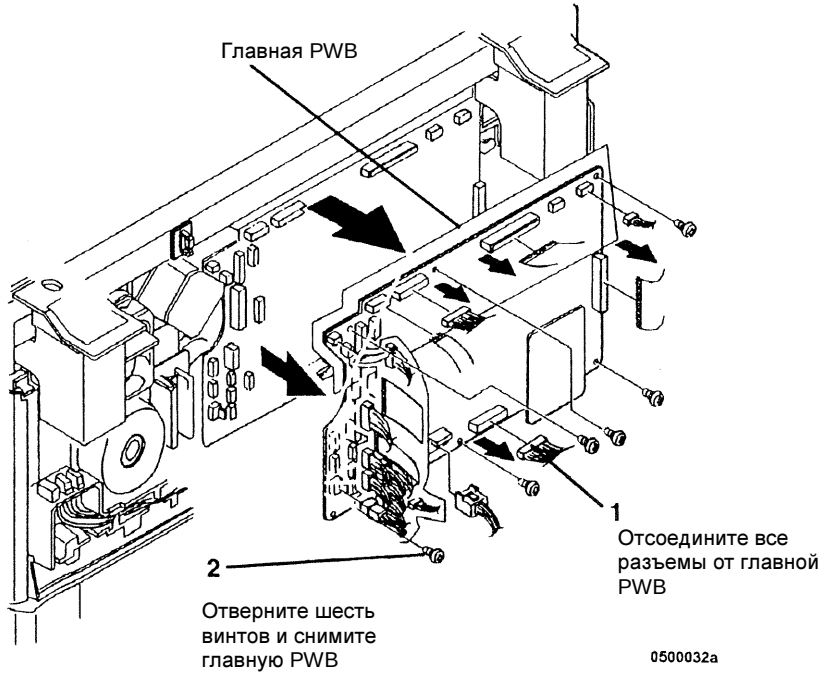

Рисунок 3 Снятие главной PWB
4. (Рисунок 3): Снимите главную PWB